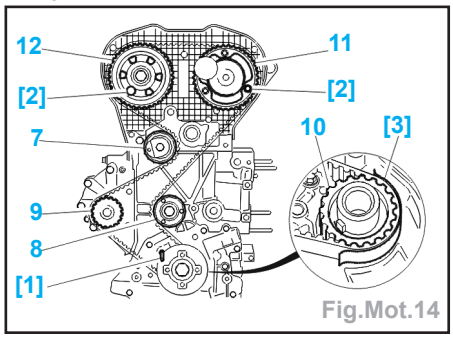

Fig.Mot.14
Impératif : vérifier que les galets (7) et (8) ainsi que la pompe à eau (9) tournent librement (absence de jeu et point dur); vérifier également que ces galets ne sont pas bruyants et/ou qu'ils ne présentent pas de projections de graisse (Fig.Mot.14).